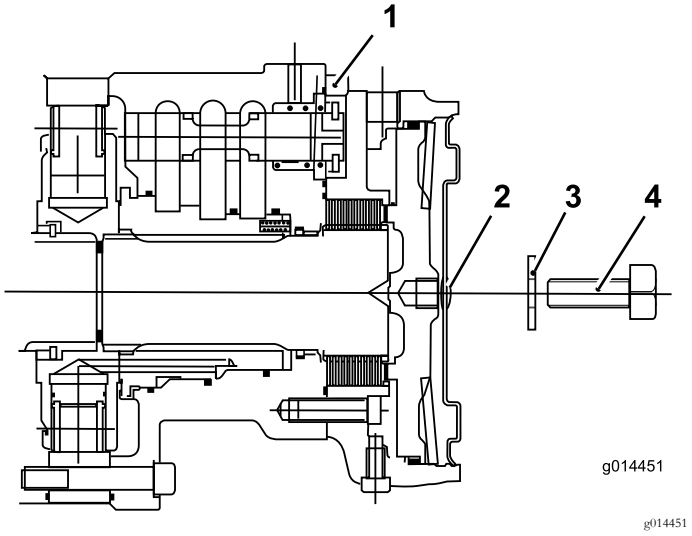

Figur 54
C. Montera sexkantspluggen på motorns ändplåt (Figur 54).